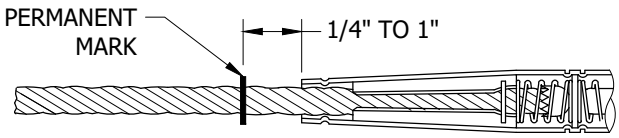

FIGURE 5
D. THE CONDUCTOR MUST BE INSERTED INTO SLEEVE THE FULL LENGTH INDICATED BY THE PERMANENT MARK. THIS LENGTH SHALL BE MARKED ON THE CONDUCTOR, AND THE CONDUCTOR SHALL BE HELD AT THIS POINT DURING INSERTION. MAKE SURE THAT THE SECTION OF CONDUCTOR TO BE INSERTED INTO THE SLEEVE IS STRAIGHT. AS TENSION IS APPLIED THE CONDUCTOR WILL MOVE APPROXIMATELY 1/4" TO 1", DEPENDING ON CONDUCTOR AND SPLICE SIZE, TOWARD THE OPEN END OF THE SPLICE AS THE JAWS MOVE TOWARD A "SET" POSITION. SEE (FIGURE 5). A CONDUCTOR THAT IS ON THE SMALL END OF THE CONDUCTOR RANGE WILL MOVE MORE THAN A LARGER CONDUCTOR IN THE SAME SPLICE. THE AUTOMATIC SLEEVES HAVE AN INTERNAL PILOT CUP WHICH CONFINES THE STRANDS DURING INSERTION. THE CONDUCTOR MUST NOT BE TWISTED OR BENT DURING THE INSERTION. TWISTING TENDS TO SEPARATE THE STRANDS, CAUSING THEM TO INTERFERE WITH JAW OPERATION.